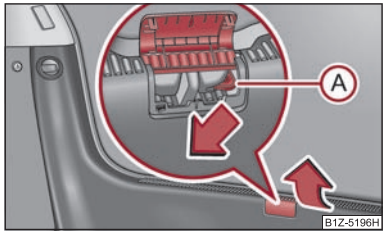

Fig. 29 Déverrouillage de secours de la malle AR
– Levez le cache de la serrure vers le haut ⇒ fig. 29.
– Au moyen d'un objet effilé, par ex. un tournevis, poussez le levier de commande (A) à fond dans le sens de la flèche; la malle arrière est déverrouillée.